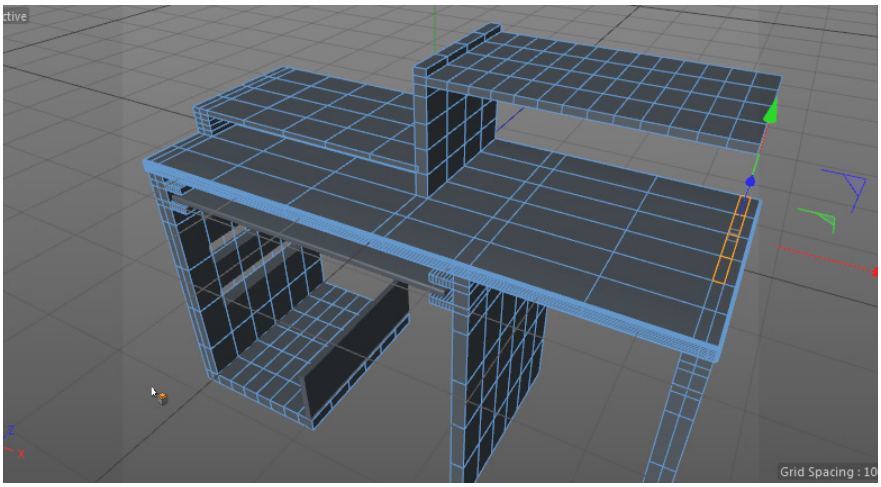

Figure 3-43 *The selected polygons of Computer table*
8. Make sure the polygon mode is activated. Choose the **Brush Selection** tool from the Command Palette and make sure that the **Visible Only** check box is selected. Now, select the four polygons of *Computer table*, as shown in Figure 3-43.